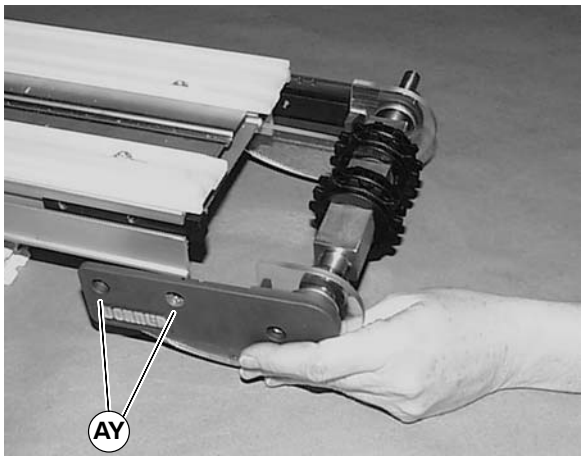

Figure 41
5. Slide remaining head plate on to end of spindle and tighten fastening screws (AY of Figure 41) to 60 in-lb (7 N–m).